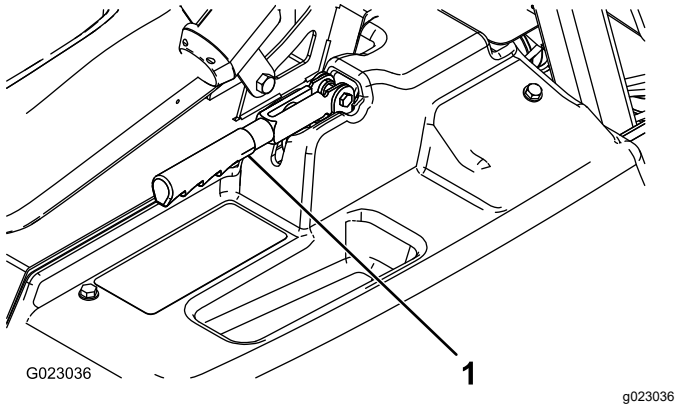

Figuur 53
2. Draai de stelschroef los waarmee de knop is bevestigd aan de parkeerremhendel (Figuur 53).